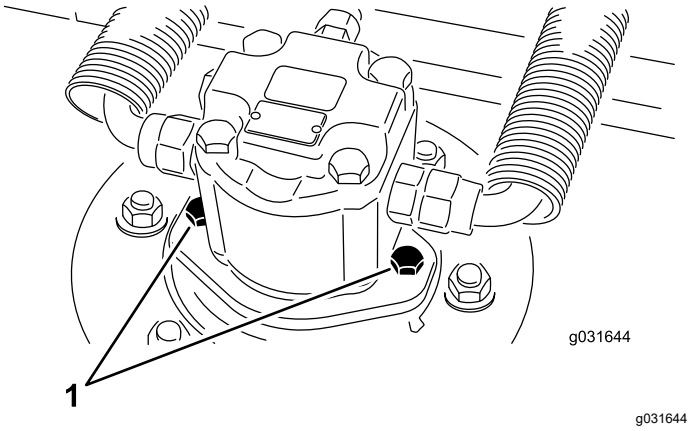

Figur 68
2. Lossa hydraulmotorns fästskruvar, koppla ur hydraulmotorn och demontera den från däcket (Figur 68).
4. Montera hydraulmotorn på däcket med hjälp av hydraulmotorns fästskruvar (Figur 68).